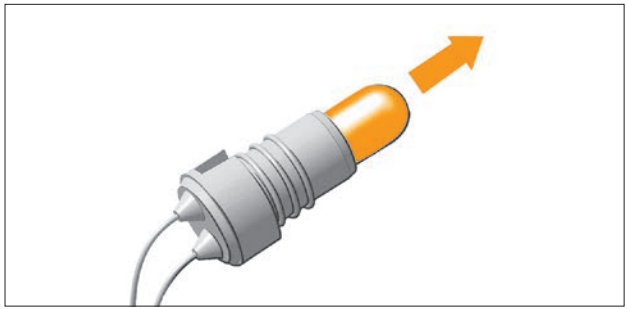

Рис. 8.21. Извлечение лампы
- извлеките лампу из патрона, потянув ее на себя (рис. 8.21);